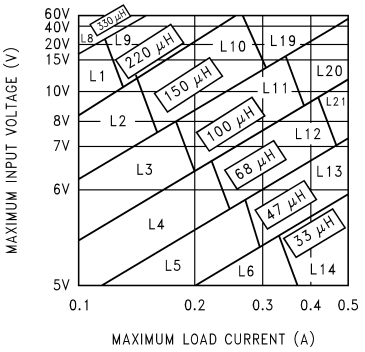
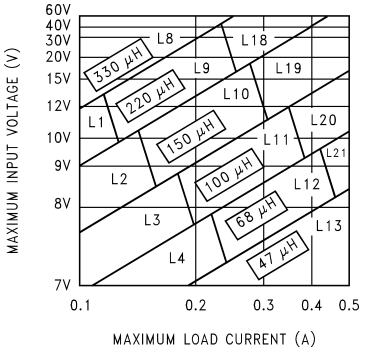
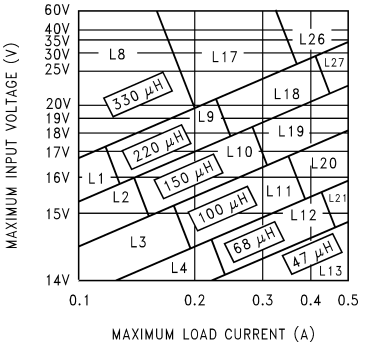

Figure 21. LM2594/LM2594HV-3.3
Figure 22. LM2594/LM2594HV-5.0
Figure 23. LM2594/LM2594HV-12
1. Inductor Selection (L1) **A.** Select the correct inductor value selection guide from Figure 21 Figure 22 or Figure 23. (Output voltages of 3.3V, 5V, or 12V respectively.) For all other voltages, see the design procedure for the adjustable version. **B.** From the inductor value selection guide, identify the inductance region intersected by the Maximum Input Voltage line and the Maximum Load Current line. Each region is identified by an inductance value and an inductor code (LXX). **C.** Select an appropriate inductor from the four manufacturer's part numbers listed in Table 5.	**1. Inductor Selection (L1)** **A.** Use the inductor selection guide for the 5V version shown in Figure 22. **B.** From the inductor value selection guide shown in Figure 22, the inductance region intersected by the 12V horizontal line and the 0.4A vertical line is 100 µH, and the inductor code is L20. **C.** The inductance value required is 100 µH. From Table 5, go to the L20 line and choose an inductor part number from any of the four manufacturers shown. (In most instance, both through hole and surface mount inductors are available.)